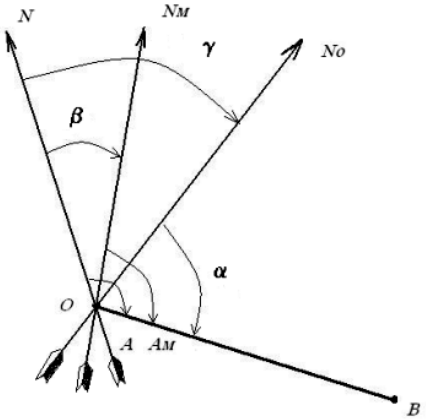

Рисунок 14. Ориентирование линии на местности
***Ориентированием*** линии на местности называется определение ее направления относительно какого-либо другого направления, принимаемого за начальное. За начальные принимаются направления (Рисунок 14): N - истинного (географического) меридиана, $N_м$ - магнитного меридиана либо $N_o$ - осевого меридиана зоны, т. е. оси Ох или линии, ей параллельной. В зависимости от выбранного исходного направления ориентирным углом может быть азимут (**А, $А_м$**), румб или дирекционный угол (**α**).
Магнитный меридиан, как правило, не совпадает с истинным в данной точке земной поверхности, образуя с ним некоторый угол ***δ***, называемый склонением магнитной стрелки (см. Рисунок 14). Угол ***δ*** отсчитывается от истинного меридиана до магнитного и может быть восточным (со знаком плюс) и западным (со знаком минус). Зная склонение магнитной стрелки в данной точке, можно осуществить переход от магнитного азимута направления к истинному по формуле: